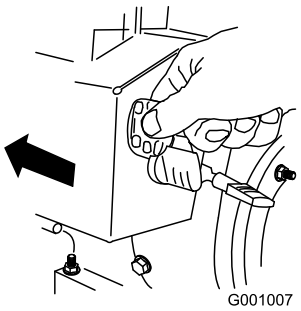

Figur 24
5. Sätt i tändningsnyckeln (Figur 24).